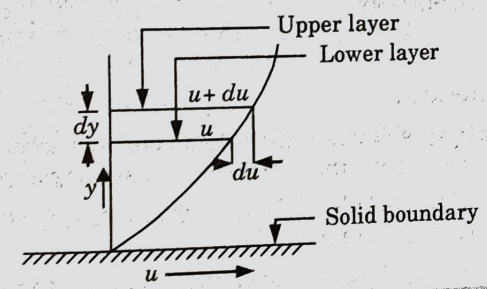

Fig. 3.2.1. Velocity variation near a solid boundary.
1. From Fig. 3.2.1, let two layers of fluid at a distance 'dy' apart, move one over the other at different velocities u and $u + du$.